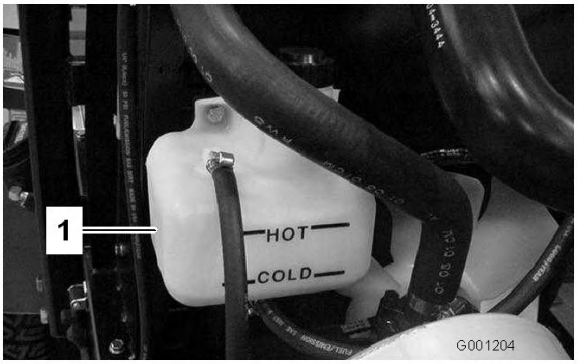

Figure 23
1. Vérifiez le niveau du liquide de refroidissement dans le vase d'expansion (Figure 23). Il doit se situer entre les repères qui figurent sur le côté du réservoir.